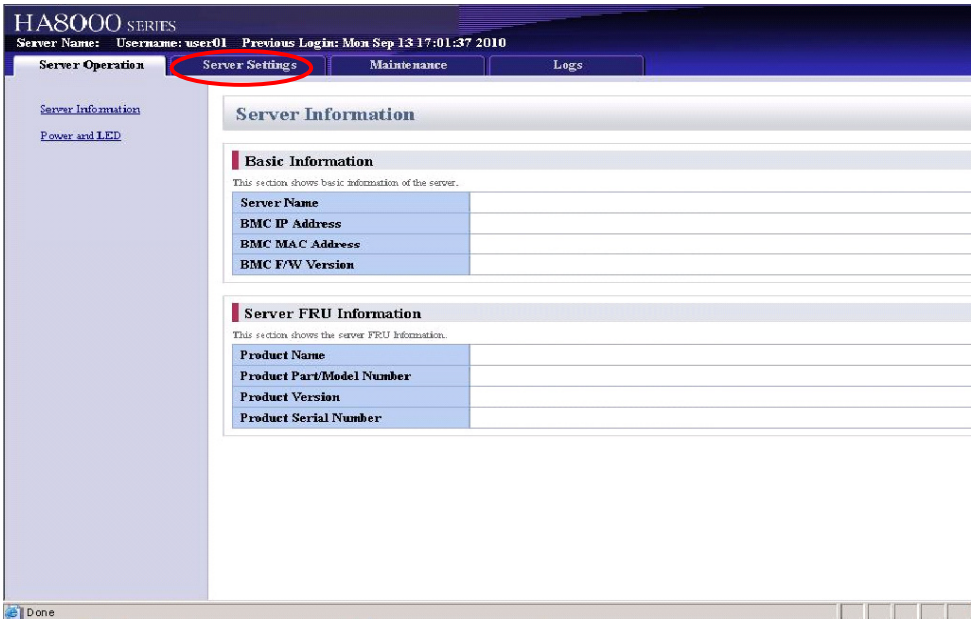

Figure B.1.4-3 Server Information window
(5) The Server Information window is displayed as shown in Figure B.1.4-3.